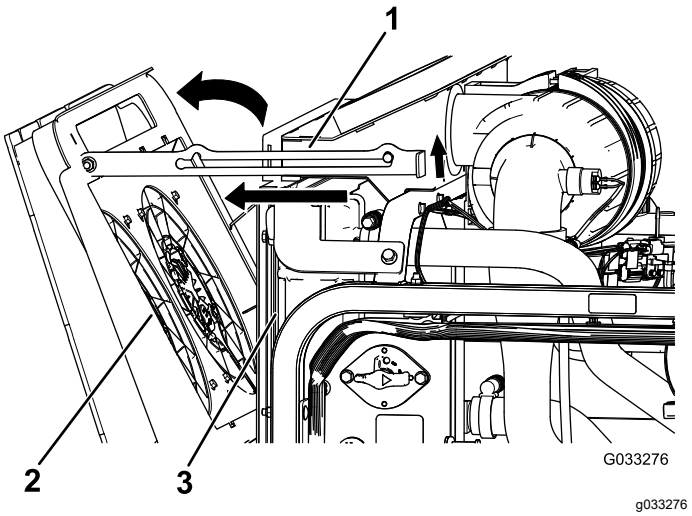

Figuur 119
2. Draai de koelventilators van de motor achter de radiateur en zet de steunstang in de inkeping (Figuur 119).